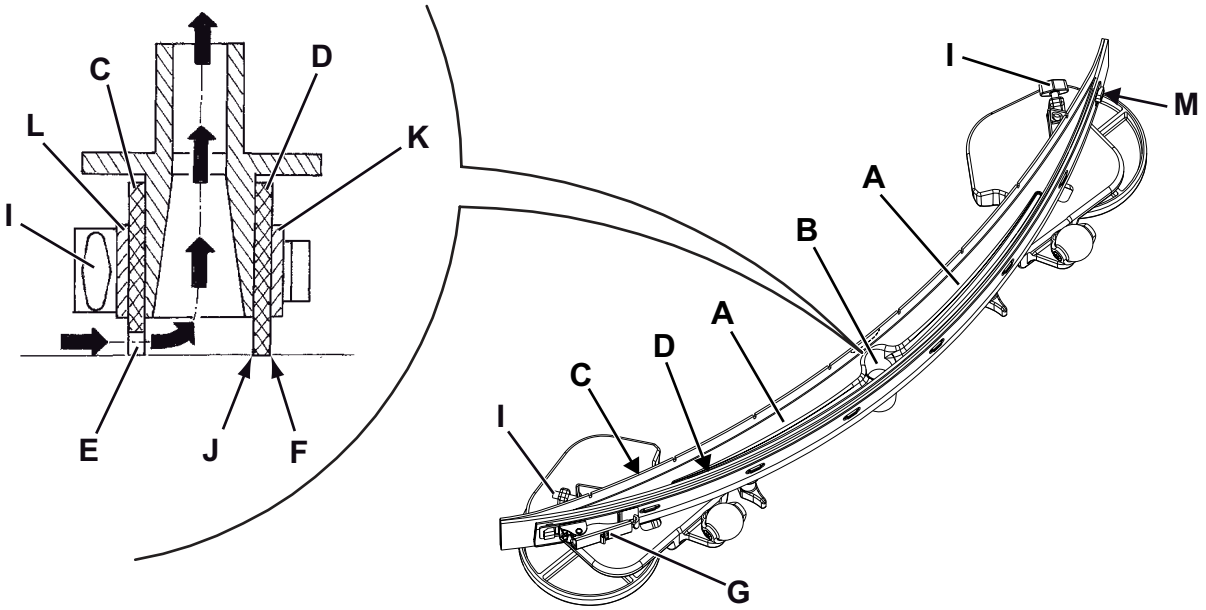

Figure 6
2. Introduire la clé de contact de la machine (58) et la tourner en position « I ».
3. Baisser l'embouchure (30) en appuyant sur le bouton (63).
4. Positionner la clé de contact (58) sur « 0 ».
5. Déconnecter le tuyau d'aspiration (31) de l'embouchure.
6. Desserrer les boutons (34) et déposer l'embouchure (30).
7. Laver et nettoyer l'embouchure. Nettoyer en particulier les compartiments (A, Fig. 6) et l'orifice (B) de la saleté et des déchets. Contrôler si la lamelle en caoutchouc avant (C) et la lamelle en caoutchouc arrière (D) sont intactes et qu'elles ne présentent pas de coupures ou déchirures ; en cas contraire, les remplacer selon les instructions suivantes.
1. Nettoyer l'embouchure (Fig. 6) comme décrit au paragraphe précédent.
2. Contrôler que le bord (E) de la lamelle en caoutchouc avant (C) et le bord (F) de la lamelle en caoutchouc arrière (D) se posent simultanément sur le marbre de contrôle, et en toute leur longueur ; dans le cas contraire, régler leur hauteur en procédant selon les instructions suivantes :
- Décrocher le tirant (G), décrocher le dispositif de retenue (M) et régler la lamelle en caoutchouc arrière (D), puis accrocher le dispositif de retenue et fixer avec le tirant.
- Desserrer les boutons (I) et régler la lamelle en caoutchouc avant (C), puis serrer les boutons.
3. Contrôler que la lamelle en caoutchouc avant (C) et la lamelle en caoutchouc arrière (D) sont intactes et qu'elles ne présentent pas de coupures ou déchirures ; en cas contraire, les remplacer en procédant comme suit. Contrôler que l'arête (J) de la lamelle en caoutchouc arrière n'est pas usée ; en cas contraire, tourner la lamelle en caoutchouc, en remplaçant l'arête usée avec l'une des trois arêtes intactes. Si toutes les arêtes sont usées, remplacer la lamelle en caoutchouc en procédant comme suit :
- Dégager le tirant (G), décrocher du dispositif de retenue (M) et déposer la bande de retenue (K), puis remplacer / tourner la lamelle en caoutchouc arrière (D).
- Dévisser les boutons (I) et enlever la bande de retenue (L), puis remplacer la lamelle en caoutchouc avant (C).